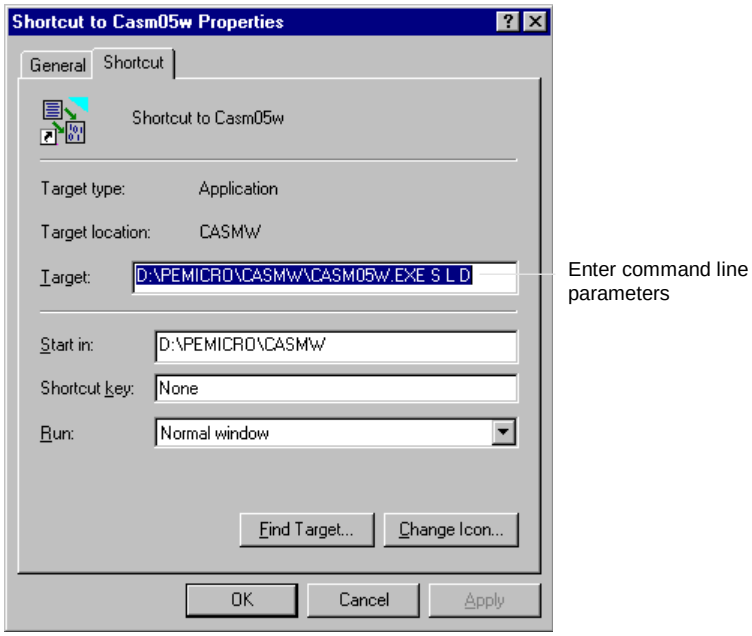

**Figure 5-2. Windows 95 Program Item Property Sheet (Shortcut Property for CASM05W.EXE)**
You can pass parameters to the assembler by modifying the command line in the Program Item properties in Windows, as shown in Figure 5-2.
1. If the program is not running, right-click its icon on the Windows desktop, or its shortcut entry in a folder or Windows Explorer window to open the *Shortcut Properties* sheet (Figure 5-2).